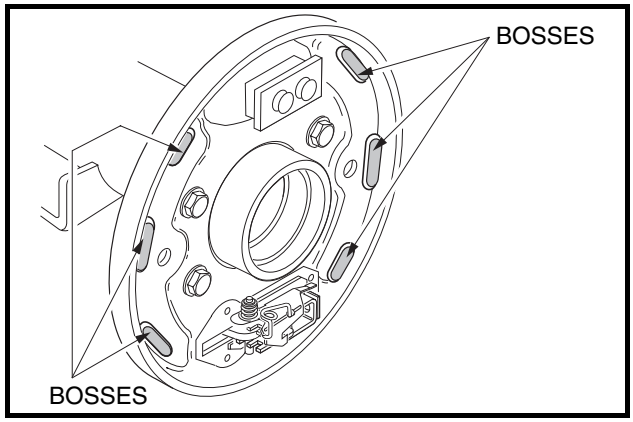

Figure 6-8 Lubricate Raised Bosses
4. Use a small brush to carefully apply a light coat of white lithium NLGI #2 grease (Dow Corning® BR2-Plus or equivalent) on each of the six raised bosses on brake backing plate **(Figure 6-8, Page 6-4)**. **See preceding WARNING.**